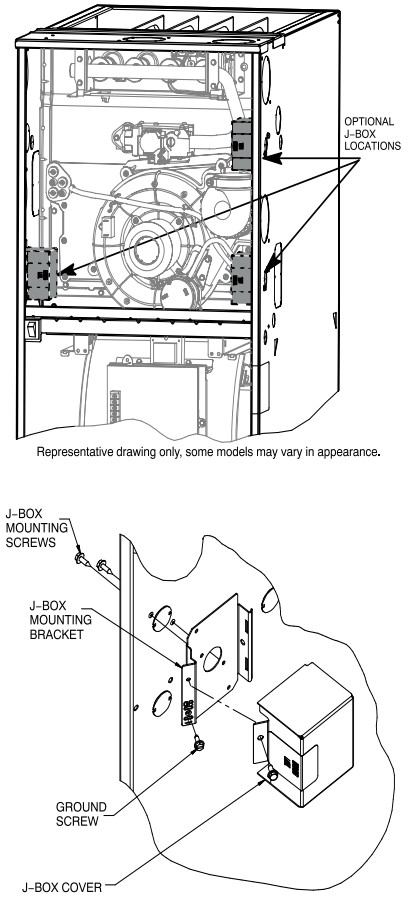

Fig. 34 – Installing J-Box (When Used)
The J-Box cover, mounting bracket and screws are shipped in the loose parts bag included with the furnace. See Fig. 34 for J-Box mounting locations.
1. Install J-Box mounting bracket to inside of furnace casing (Fig. 34).
5. Connect field ground wire and factory ground wire to green ground screw on J-Box mounting bracket (Fig. 34).
7. Attach furnace J-Box cover to mounting bracket with screws supplied in loose parts bag. Do not pinch wires between cover and bracket (Fig. 34).
4. Connect field ground wire and factory ground wire to green ground screw on J-Box mounting bracket (Fig. 34).